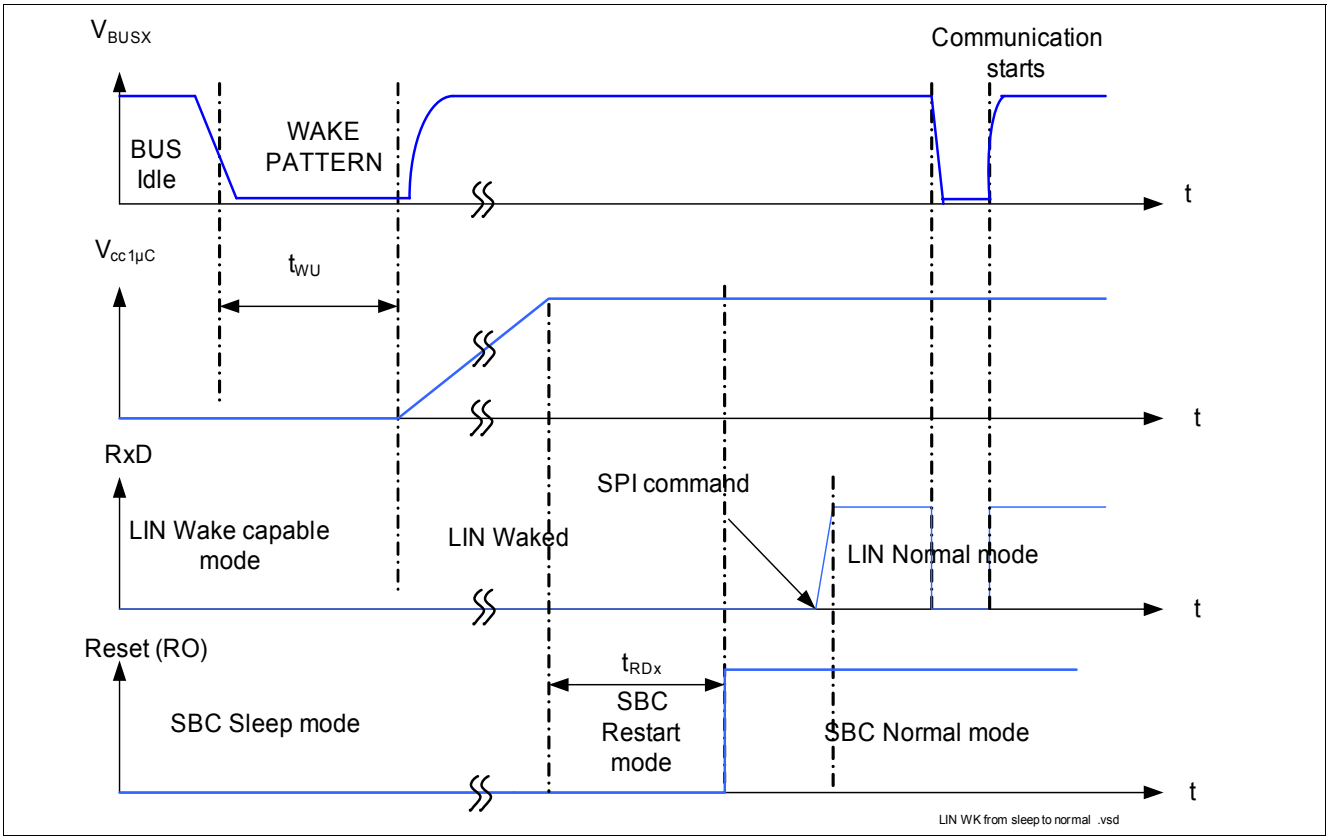

Figure 19 Timing during Transition from SBC Sleep to SBC Normal Mode
Wake-up is possible via a LIN message (filtering time t > $t_{WK,bus}$), it automatically transfers the SBC into the SBC Restart Mode and from there to Normal Mode the corresponding RxD pins in set to LOW, see **Figure 19**. The microcontroller is able to detect the low signal on RxD and to read the wake source out of the “Wake Register Interrupt” register (000) via SPI. No Interrupt is generated when coming out of Sleep Mode. The µC can now switch the CAN transceiver into LIN Normal Mode via SPI to start communication.